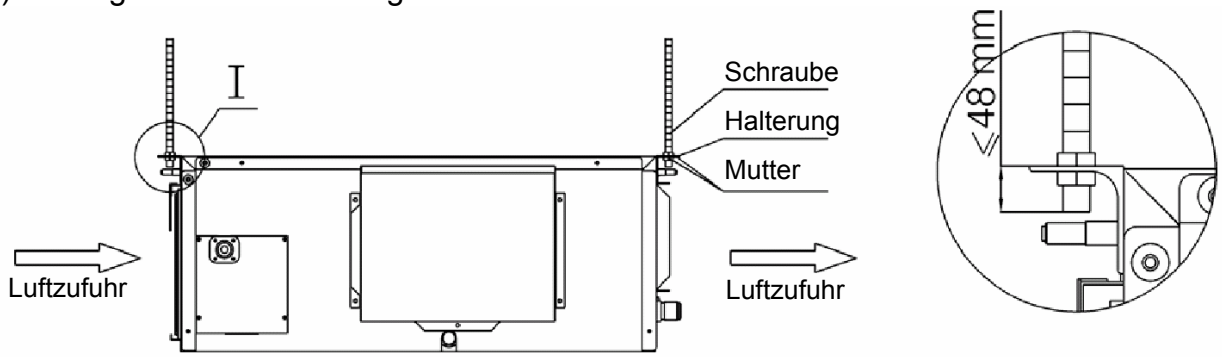

Abb. 30
(3) Innengerät an die Decke gemäß Abb. 30 installieren.